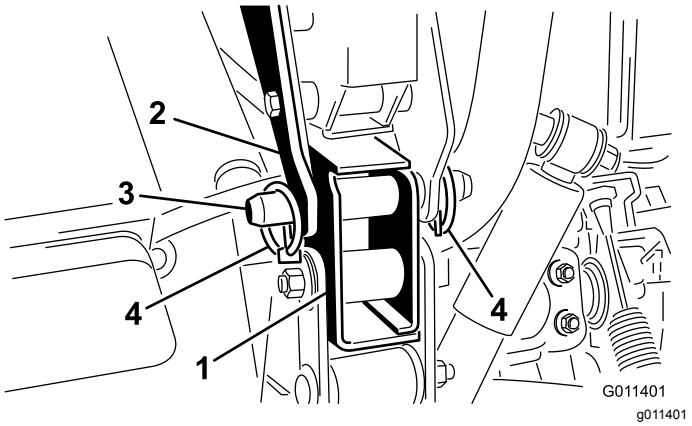

Figuur 8
6. Bevestig de achterste montagebeugels aan het voertuigframe met een gaffelpen en 2 borgpennen (Figuur 8).